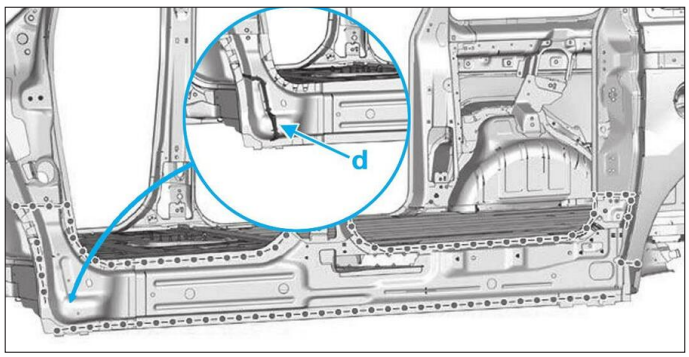

FIG. 71
• Préparer les bords d'accostage et les protéger par un apprêt soudable **(Fig.71)**.